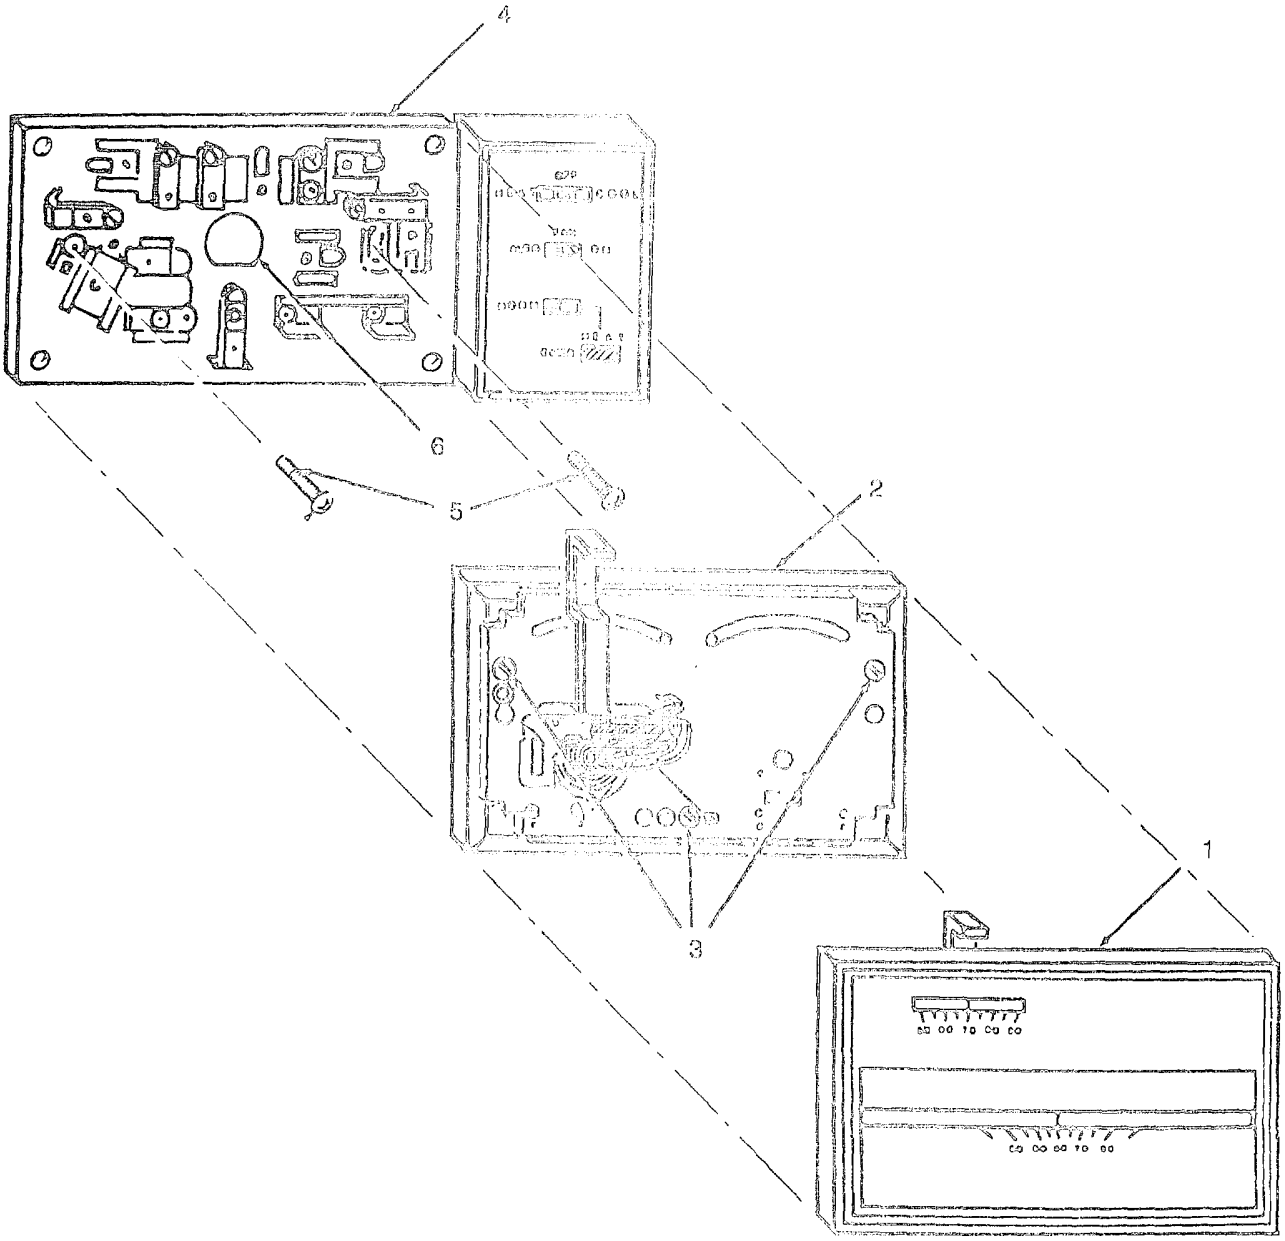

Figure 4-46. Thermostat
(1) Remove thermostat cover (1, Figure 4-46) by pulling bottom upward until it snaps free.
(2) Inspect thermostat (2) for loose or missing hardware and damage. Replace or tighten loose or missing hardware. Replace damaged thermostat.
(1) Pull thermostat cover (1, Figure 4-46) from the bottom and swing it up and forward until it snaps free
(2) Unscrew the three captive mounting screws (3) until the thermostat is loose.
(3) Pull the thermostat away from the subbase (4).
(4) Tag and remove the thermostat subbase wiring.
(5) Remove the two subbase mounting screws (5) and remove the thermostat subbase
(1) Feed the thermostat wire through the hole (6, Figure 4-46) in the subbase (4)
(2) Loosely mount the subbase (4)with the two subbase mounting screws (5).
(4) Tighten the two subbase mounting screws (5, Figure 4-46)
(5) Connect the thermostat wires to the subbase wiring terminals as tagged and remove the tags.
(6) Push excess wire back Into the hole and plug the hole to prevent drafts.
(7) Mount the thermostat (2) on the subbase (4) so that the captive screws (3) aline with the holes in subbase (4).
(8) Tighten the captive mounting screws (3).
(9) Place the upper edge of the thermostat cover (1) on the thermostat (2) and swing the cover downward until it snaps securely onto the thermostat (2).